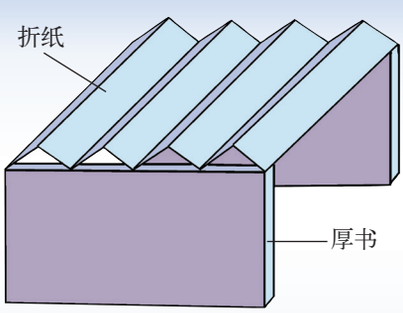

图 4.29　折板结构小试验
2. 用两本厚书放在桌子上，相隔一定间距，把一张纸两端放在书上，会发生什么现象？如果把纸折成图 4.29 的形状后两端放在书上，又会发生什么现象？图 4.29 的形状属于哪一种结构？你还能想出另外形式的结构达到同样的目的吗？请通过实验来验证你的想法。